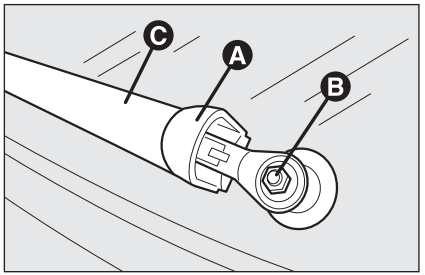

fig. 2 A0E0267m
- levante la protección **A-fig. 2**, afloje la tuerca **B** y quite el brazo **C**;